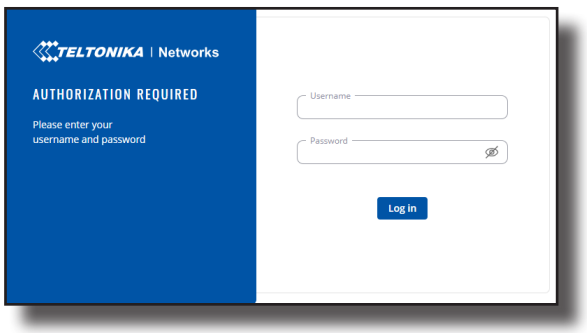

Figure 58: Authentication screen.
1.- If connected to a 4G network, open a web browser and enter **https://PublicIP:7443**, to access the external modem, **Figure 58**.